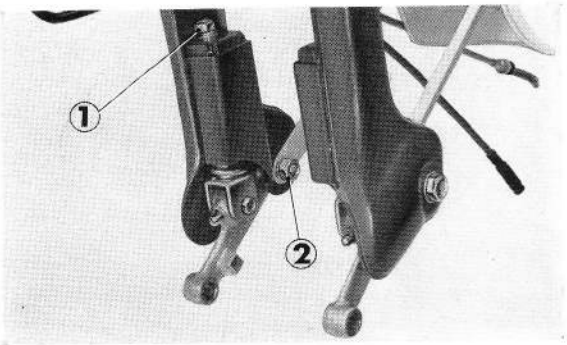

**Figure 4-9 : ① écrou de 6 mm ② écrou de 8 mm**
3. Séparer de la fourche l'ensemble de la suspension et le bras de suspension (figure 4-9).